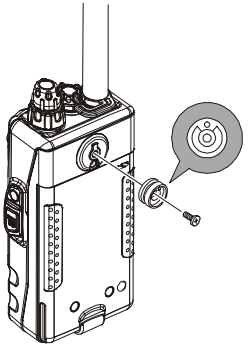

Figure 1
- ❒ Connect the hanger to the rear of the **VX-177**, with the notch pointing directly up, using the supplied screw (Figure 1). Use only the screw included with the clip to mount the clip to the back of the **VX-177**.